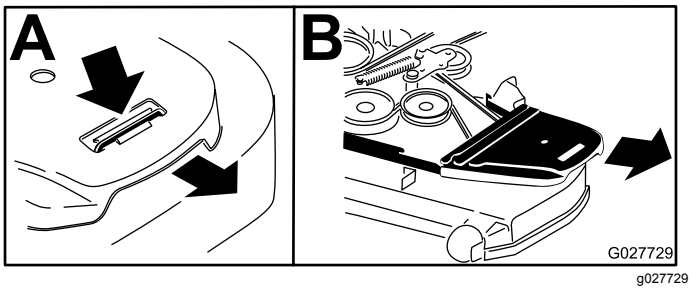

Figuur 90
5. Verwijder de plastic riemkap (Figuur 90).
4. Verwijder de aandrijfriemkappen (Figuur 90).